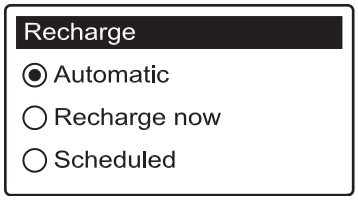

FIG. 23
3. Press the SELECT (○) button to display the Recharge menu (See Figure 23).